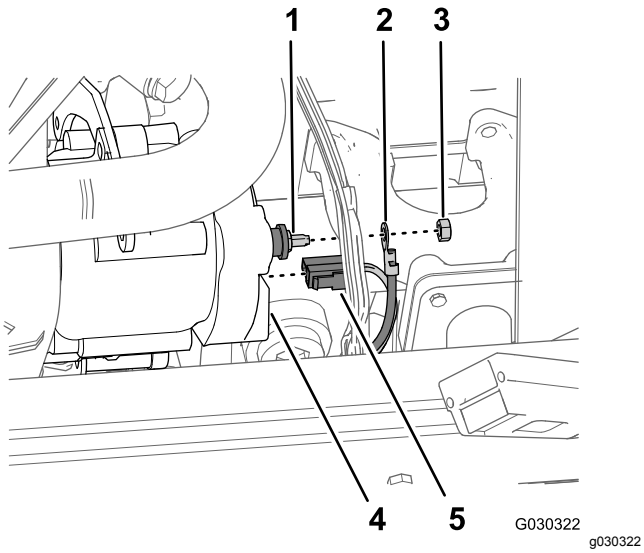

Figur 241
1. På motorrummets vänstra sida tar du bort muttern (6 mm) som håller fast ringkabelskon för den positiva batterikabeln från den positiva generatorpolen (Figur 241).
2. På baksidan av generatorn tar du bort motorkablagets kontakt med två uttag från generatorns uttag med två blad (Figur 241).